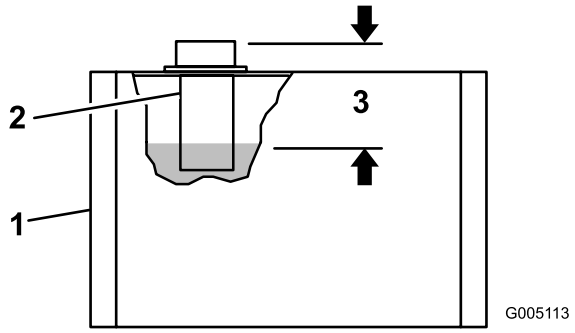

Figur 21
2. Tag målepinden ud af røret igen, og kontroller oliestanden. Væsken skal være ca. 89 mm under toppen af påfyldningshullet (Figur 21).